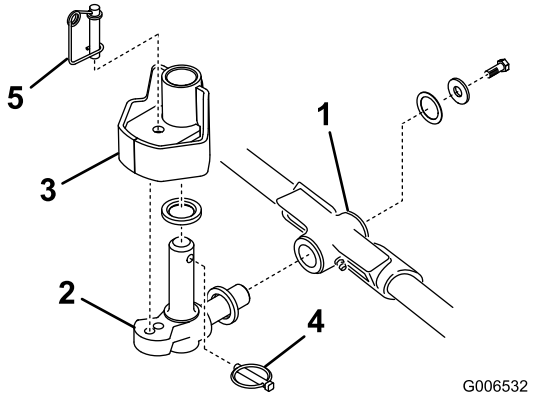

Figura 18
1. Introduza uma anilha de encosto no veio horizontal da articulação como mostrado em Figura 18.
2. Introduza o veio horizontal da articulação no tubo de montagem da estrutura de suporte (Figura 18).
3. Fixe a articulação na estrutura de suporte com uma anilha de encosto, uma anilha chata e um parafuso de cabeça flangeada (Figura 18).
4. Introduza uma anilha de encosto no veio vertical da articulação (Figura 18).
5. Se tiver sido removido, introduza o veio vertical da articulação no encaixe de eixo do braço de elevação (Figura 18). Posicione a articulação entre os dois amortecedores de centragem de borracha existentes no lado de baixo da placa de direcção do braço de elevação.
6. Introduza o pino de sujeição no orifício cruzado existente no veio da articulação (Figura 18).
Nota: Se a posição da unidade de corte tiver que estar fixa, introduza o pino de bloqueio da direcção no orifício de montagem da articulação (Figura 18).
11. Fixe o cabo da mola em volta da parte inferior do pino de bloqueio da direcção (Figura 18).